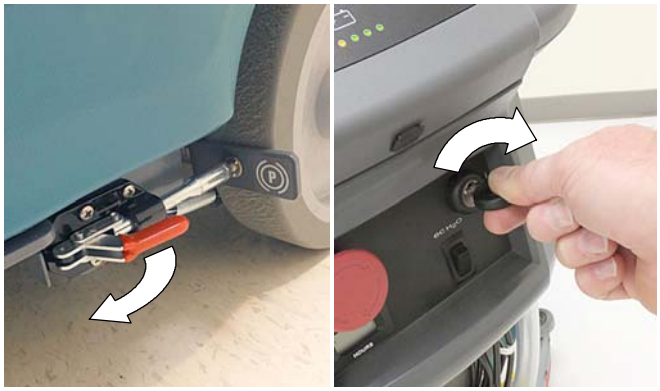

図　33
1. パーキングブレーキレバーが装備されている場合は、それを解除します（図33）。
2. キーをオン（I）の位置に回します（図33）。